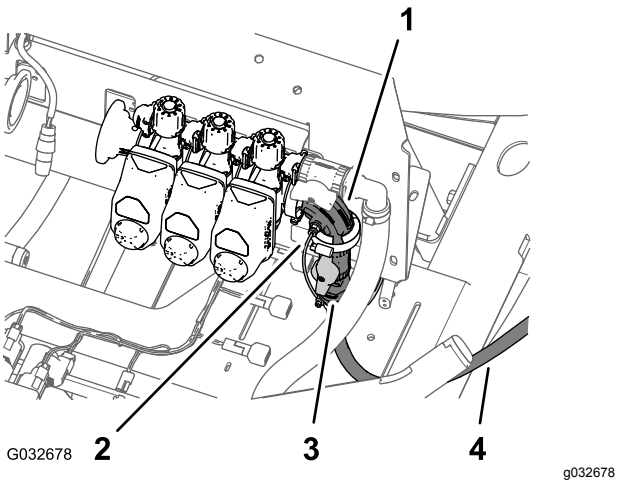
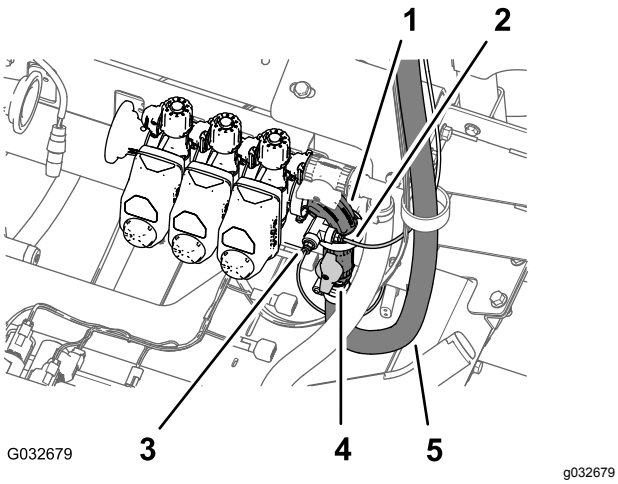

**Figur 26**
**Figur 27**
1. Tryk kraven til rørkoblingen ind i 90°-knærøret på højre bomsektionsventil (Figur 26 eller Figur 27).
2. Træk tryksensorrøret til instrumentpanelets måler ud af rørkoblingen (Figur 26 eller Figur 27).